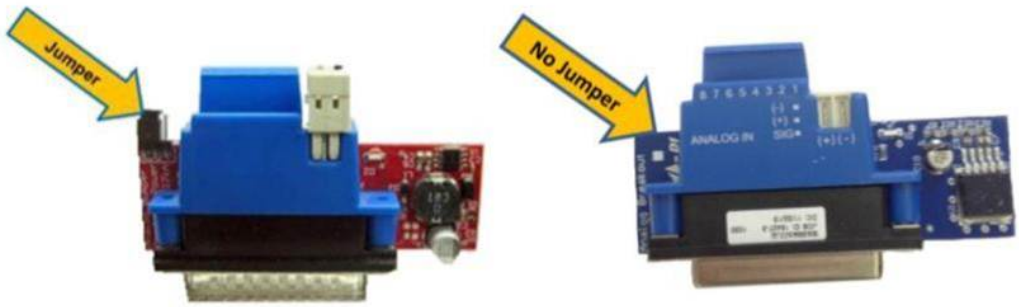

Figure 4-14: Former (left) and Current (right) KOP Analog Breakout Boards
C. If using Analog Breakout Boards revision 6 and older, a jumper must be installed in the “Power” position (two outer pins) (see Figure 4-14).